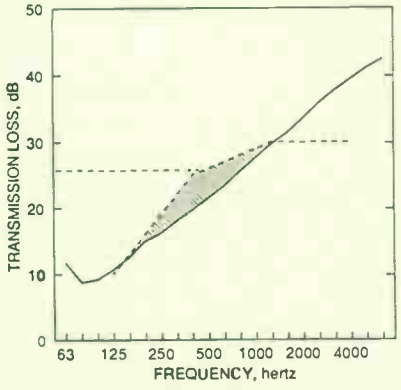

Figure 1: STC curve by Cyril Harris, Acoustical Measurements and Noise Control
1. Sound Transmission Class (STC) is a single-number transmission rating calculated in accordance with ASTM classification E413. It is obtained by adjusting actual measured transmission losses in the sixteen 1/3-octave bands from 125 Hz to 4000 Hz. A reference contour and other averaging algorithms integrate these measurements and generate the single-number STC rating. In general, the higher the STC number the better the full-frequency transmission performance of the door. (Note: This is not always true, but in general it is. [see fig. 1, showing a typical STC curve].)